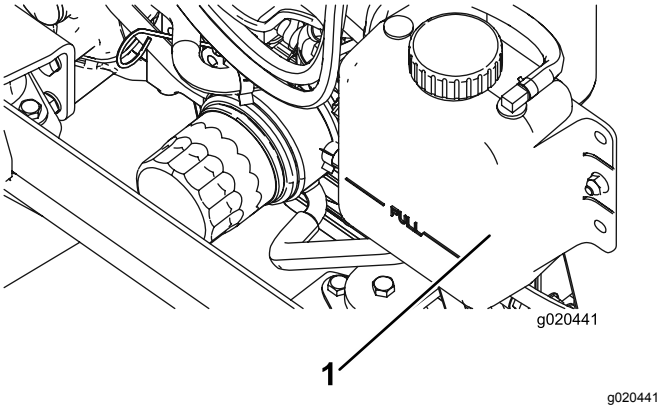

Figuur 92
1. Verwijder voorzichtig de doppen van de radiateur en de expansietank (Figuur 92).